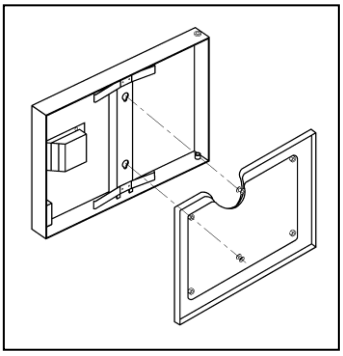

Figure 6-1
a. Remove the door gasket assembly (see Figure 6-1).